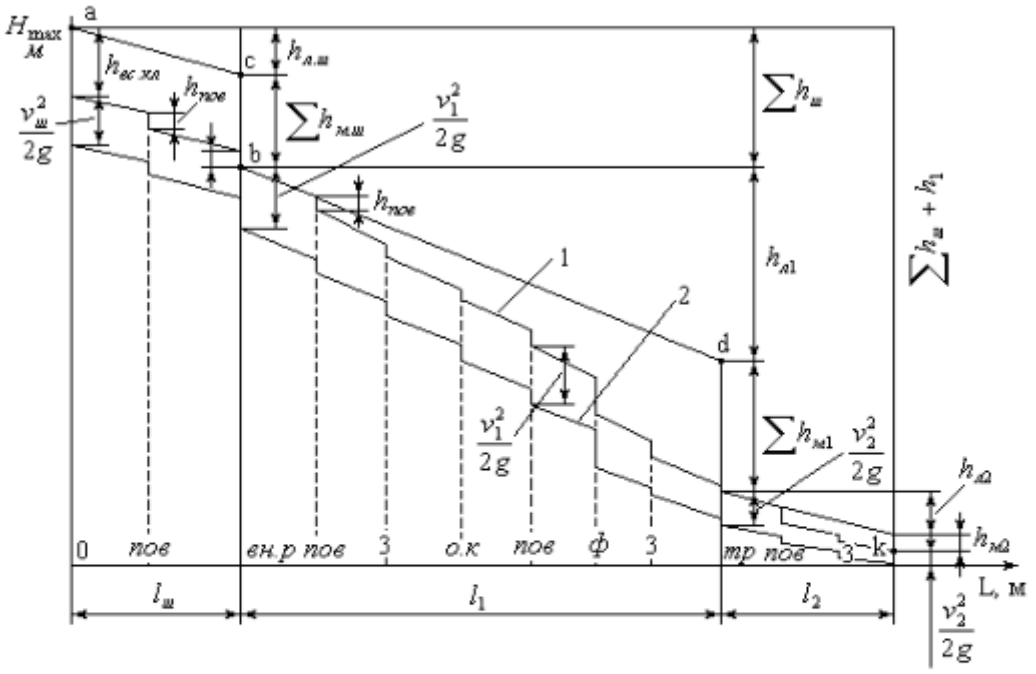

Рис. 1. Построение пьезометрической линии.
1. Произвести аналитический и графоаналитический расчеты времени опорожнения сливной цистерны (рис.1) и сравнить результаты, полученные обоими методами.
Рис. 1. Схема установки: III - шлангопровод; M - магистральный трубопровод; d_1, d_2 - подающие трубопроводы; 1 - всасывающий клапан; 2 - задвижка; 3 - обратный клапан; 4 - фильтр; 5 - переходник; I - плавная цистерна; II - приемная цистерна